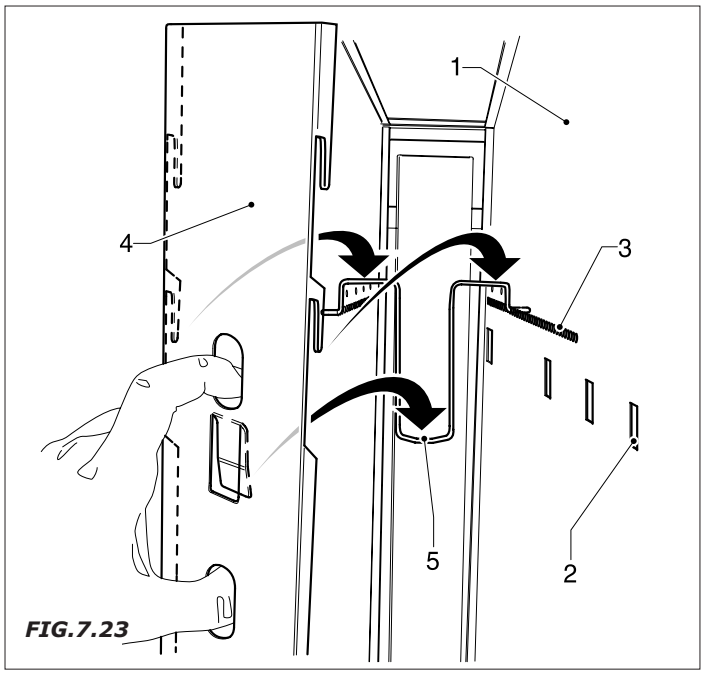
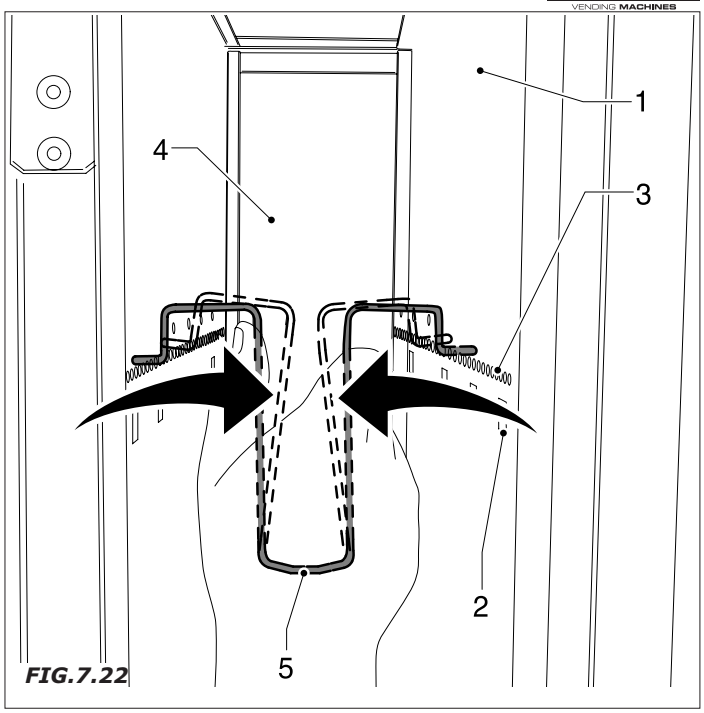

FIG.7.23
FIG.7.22
A) Colocar la retro columna (Fig.7.23 pos-4), insertando los muelles adecuados en el orificio (Fig.7.22-pos.5).
B) Colocar los laterales (si están previstos) en la ranura indicada (2).